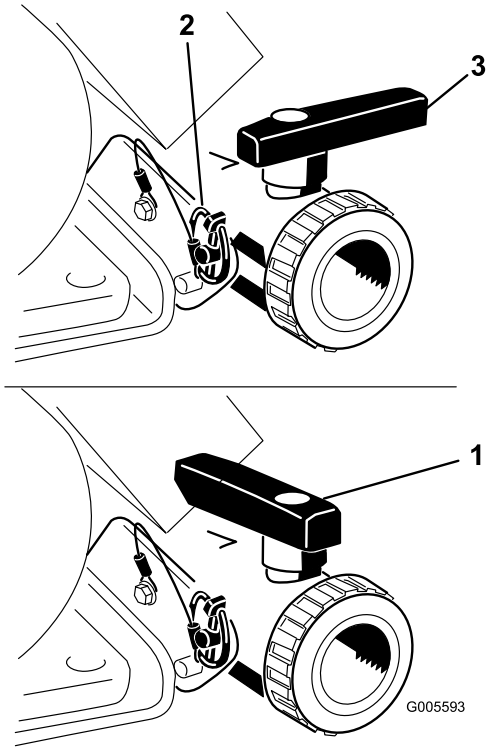

Figure 20
Open the valve to drain any unused material from the tank and dispose of it according to local codes and the material manufacturer's instructions (Figure 20). After draining, remove the lynch pin on the bracket securing the drain valve to the machine and let the valve rest on the ground . This allows any residual material in the line to drain.
3. When the tank has drained completely, install the valve to frame with the lynch pin removed previously and close the drain valve (Figure 20).